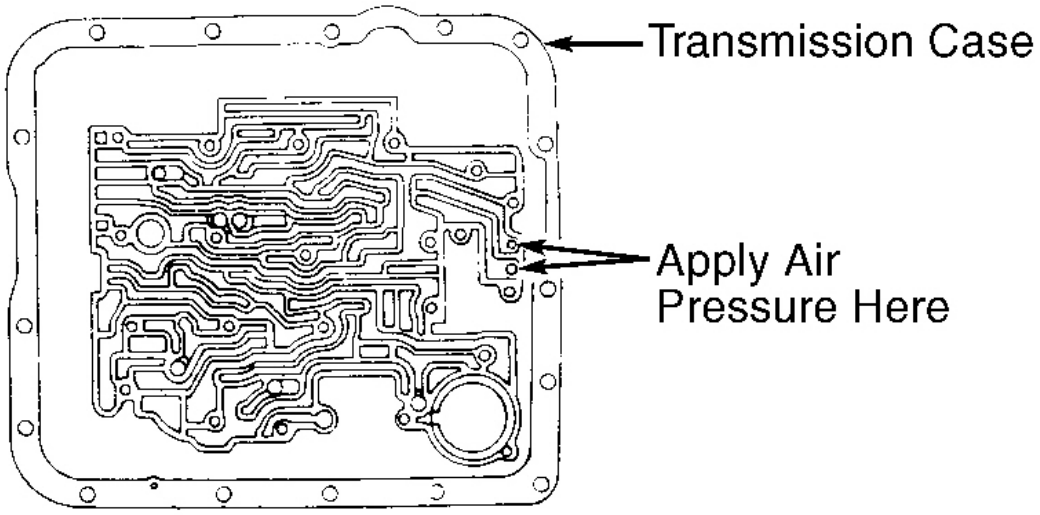

Fig. 31: Removing Low-Reverse Clutch Piston
4. Using Clutch Spring Compressor (J-23327), compress low reverse clutch spring retainer. Remove spring retaining ring and low-reverse spring assembly. Remove low-reverse clutch piston by applying air pressure in case apply passage. See **Fig. 31** .